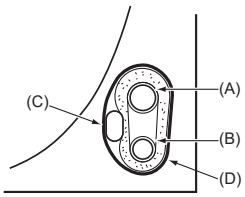

Abb. 4-5
4.4.1. Verstauen im Rohrleitungsraum der Anlage (Abb. 4-5)